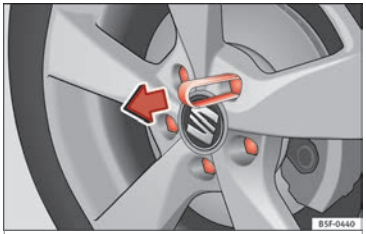

Bild 67 Klämma för att ta bort hjulbultslock
- Sätt plastclipset (fordonsverktygen) över locket tills det klickar fast ››› **bild 67**.